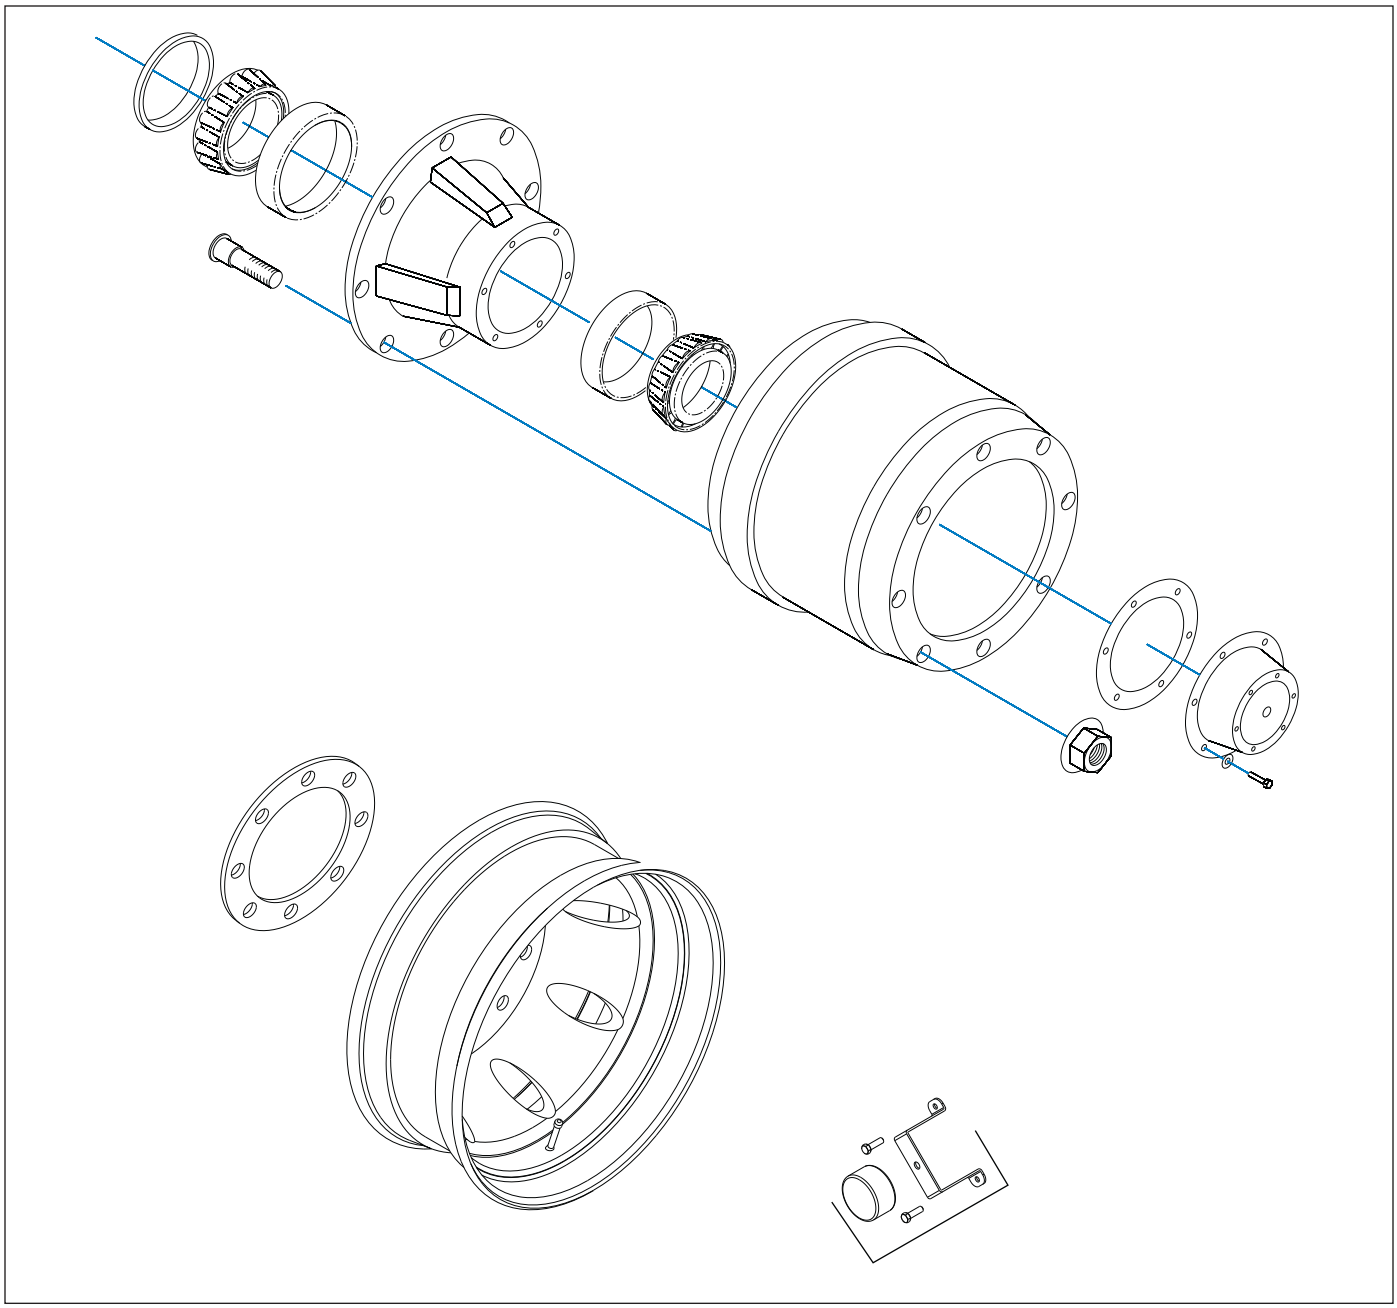

Figure 4-13: Outboard Mount Hub and Drum
4. Replace the hub and drum as follows: **(*See Figure 4-13*)**
i. Place the drum over the hub and brake shoes being careful not to damage the threads on the studs **(*See Figure 4-13*.)** Make sure the drum seats flat against the hub flange and mates properly with the hub pilot. There should be no interference between the brake drum pilot chamfer and the corner radius on the hub. If interference exists, the hub will not be able to function properly.
k. If studs are marked “R” or “L”, right hand ®) hubs should be installed on the curbside of the vehicle, left hand (L) hubs should be installed on the driver side.